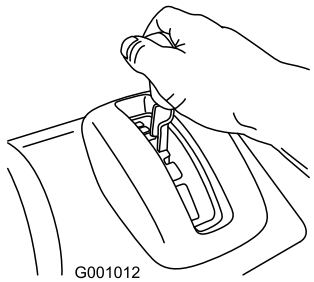

Figur 11
1. Still hastighetsvelgerspaken i ønsket stilling, og påse at den låser seg i hakket (Figur 11).